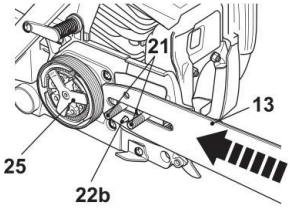

Abb. 5
6. Platzieren Sie den Halter im Führungsschwert (13) über den beiden Schrauben (21). Drücken Sie das Führungsschwert (13) in Richtung zum Kettenrad (24) (hinter der Kupplung (25)). Überzeugen Sie sich, dass der Spannstift (22b) in die untere Öffnung des Führungsschwerts eingeführt ist (Abb. 5).